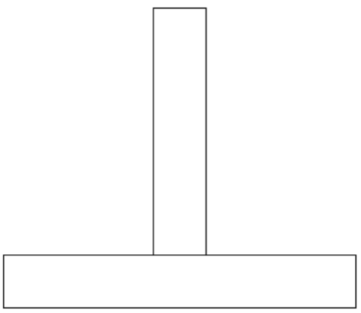

FIGURE 1 (3)
1.3 FIGURE 1 on the ANSWER SHEET (attached) shows a T-joint to be welded. On the ANSWER SHEET, insert a welding symbol on Figure A indicating a fillet weld, all around, on-site. (3)